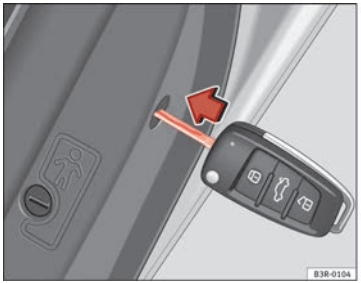

Abb. 73 Notverriegeln
– Stecken Sie den Schlüssel in den innenliegenden Schlitz ⇒Abb. 73 und drehen Sie ihn etwa 90 Grad bis zum Anschlag nach rechts (rechte Türen) bzw. nach links (linke Tür).